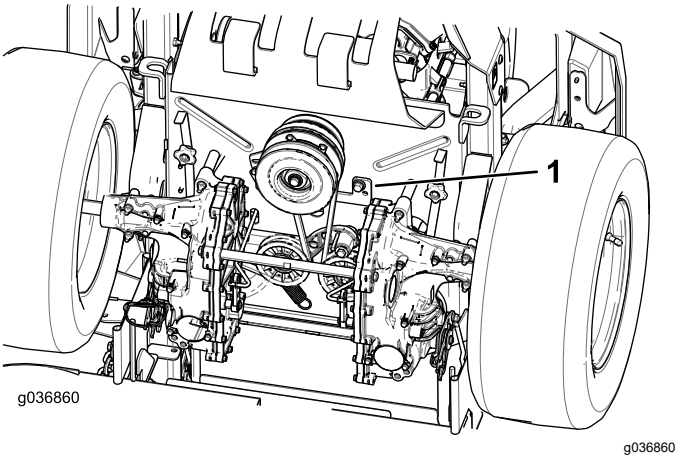

Figure 77
5. Déposez la butée d'embrayage (Figure 77).
9. Reposez la butée d'embrayage (Figure 77).